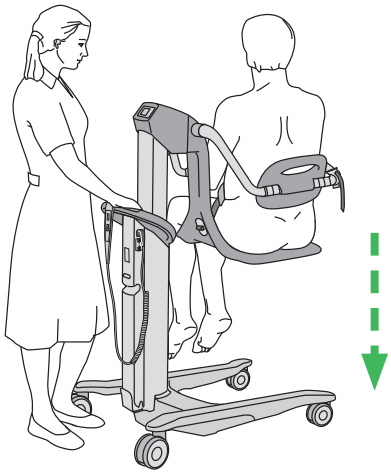

Afbeelding 38
8. Stel de badliftstoel af op een voor de zorgverlener ergonomische transferhoogte. Zie Afbeelding 38.